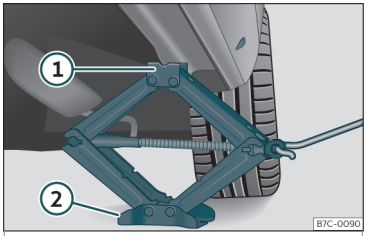

Fig. 36 Traversa: poziționarea cricului pe automobil.
• Rotiți manivela cricului*, amplasată sub punctul de ridicare pe cric, pentru a ridica până când canelura ① >>> **fig. 36** ajunge sub punctul special prevăzut.
• Liniați cricul* astfel încât suportul ① „să se prindă“ de carcasa prevăzută pe traversă și placa de bază mobilă ② să se așeze pe sol. Placa de bază ② trebuie să fie pe verticală față de punctul de sprijin ①.